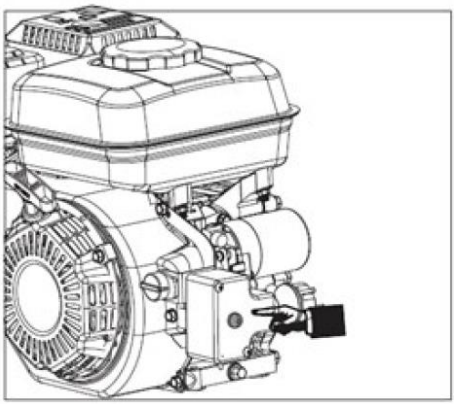

Рис. 14
3. Нажмите и удерживайте кнопку запуска на блоке управления в течение 5 секунд (Рис. 14).